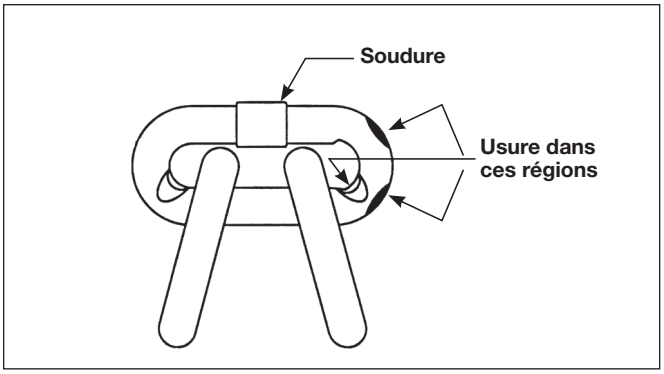

Figure 6 - Inspection de la chaîne
1. La chaîne pour un usage excessif ou un étirement (voir Figures 6 et 7, page 7).